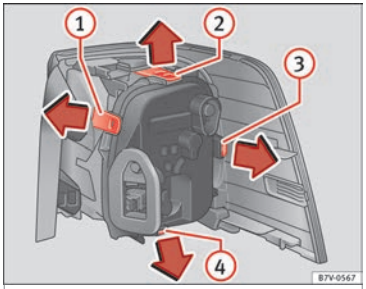

Fig. 114 Rear lights in the body: Remove the bulb holder. 1 to 4: Attachment tab
8.	To release the bulb holder, press on the attachment tabs ››› Fig. 114 1 to 4 in the direction of the arrow.